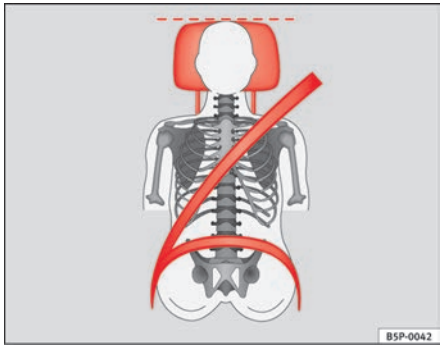
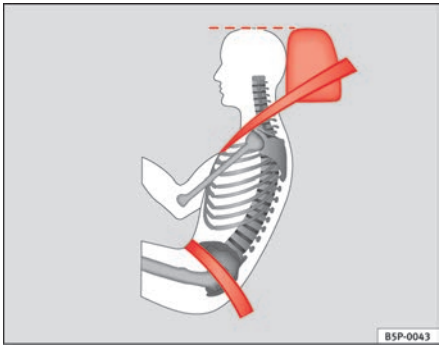

Fig. 91 Front view: head restraints and seat belts correctly adjusted
Fig. 92 Side view: head restraints and seat belts correctly adjusted
– Adjust the head restraint so that its upper edge is at the same level as the top of your head, or as close as possible to the same level as the top of your head and, as a very minimum, at eye level ⇒ fig. 91 and ⇒ fig. 92.